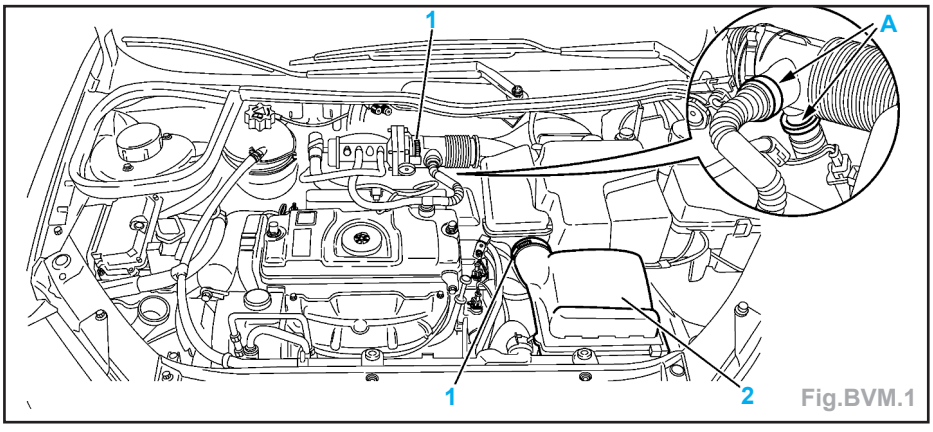

Fig.BVM.1
- Déposer (Fig.BVM.1) :
- les colliers (1),
- les tuyaux de réaspiration des vapeurs d'huile (en (A)),
- le filtre à air (2),